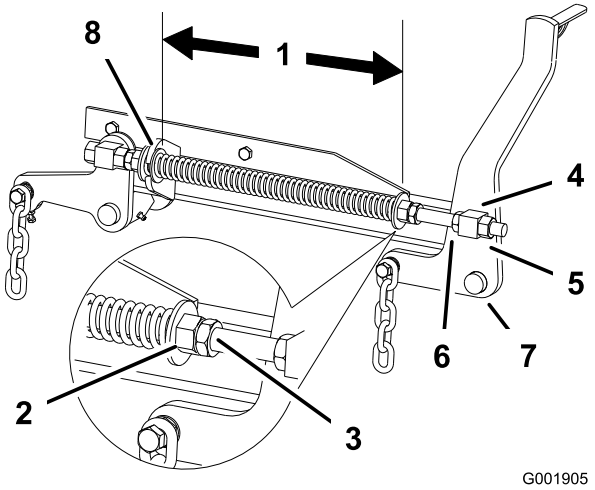

**Figuur 78**
2. Controleer de afstand tussen de twee grote ringen; deze moet 29,2 cm bedragen (Figuur 78).
3. U kunt deze afstand instellen door de contramoer van de veer los te draaien en vervolgens te draaien aan de moer op de voorkant van elke veer (Figuur 78). Als u de moer rechtsom draait, wordt de veer korter; als u de moer linksom draait wordt de veer langer.
4. U borgt de moer in deze stand door de contramoer van de veer vast te draaien (Figuur 78).